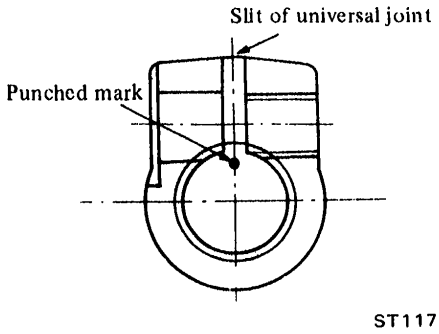

Fig. ST-13 Lining up slit with punched mark
3. Line up the slits of universal joints with the punched mark located on the top end of upper steering shaft. See Figure ST-13.